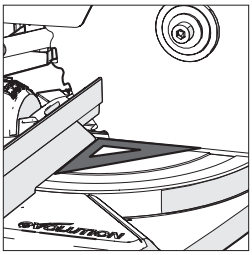

Fig. 14
- Placez une équerre sur la table avec un bord court contre la clôture et l'autre bord court contre la lame (en évitant les pointes TCT des dents de la lame). **(Fig. 14)**